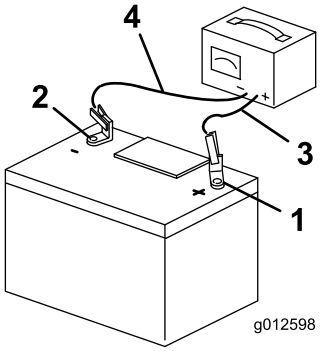

Figur 54
3. Når batteriet er helt oppladet, kobler du laderen fra strømuttaket, og deretter laderledningene fra batteripolene (Figur 54).